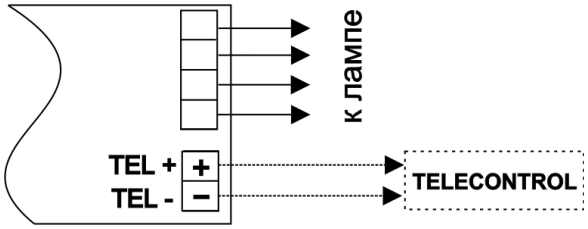

Рис.3
3.4 Устройство TELECONTROL подключается непосредственно к клеммам расположенным на плате. При подключении необходимо соблюдать полярность, сечение провода 0,5-1,0 мм2 (см. рис.3).